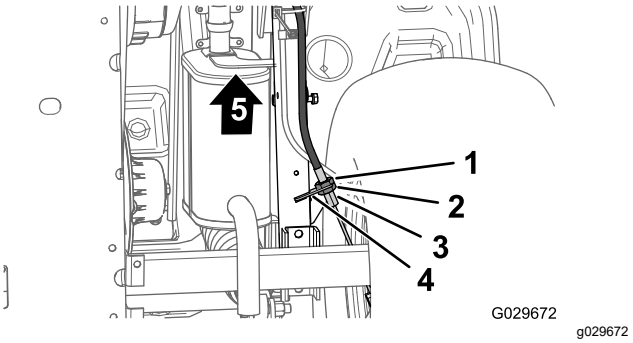

Figur 57
3. Nederst på maskinen løsner du den bakre låsemutteren for den gjengede justeringen på parkeringsbremsekabelen ved å vri fire runder (Figur 57).
4. Stram til den fremre låsemutteren (Figur 57).
A. Løsne den fremre låsemutteren (Figur 57) for den gjengede justeringen på parkeringsbremsekabelen ved å vri én omgang.
B. Stram den bakre låsemutteren (Figur 57).
A. Løsne den bakre låsemutteren (Figur 57) for den gjengede justeringen på parkeringsbremsekabelen ved å vri én omgang.
B. Stram til den fremre låsemutteren (Figur 57).